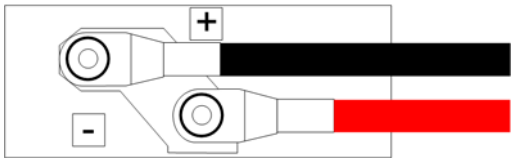

Figure 11.23 Mounting frame – DC voltage supply connectors (side view)
7. Loosen the nut of the DC voltage supply cables using a size 4 wrench, refer to Figure 11.23.